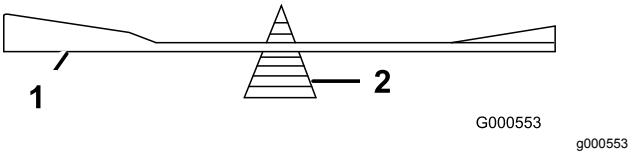

**Figuur 104**
2. Controleer de balans van het mes met een mesbalans (Figuur 104).